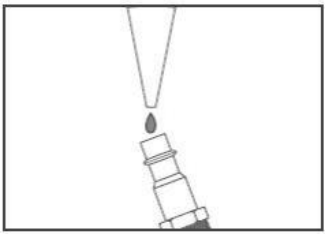

Figur 8. Smörjning av häftapparat via luftinlopp.
- Placera 2 till 6 droppar pneumatisk verktygsolja i häftapparatens luftinlopp (som visas i figur 8) varannan timmars kontinuerlig användning. Torka bort överflödig olja nära häftapparatens utlopp för att undvika dammansamling.